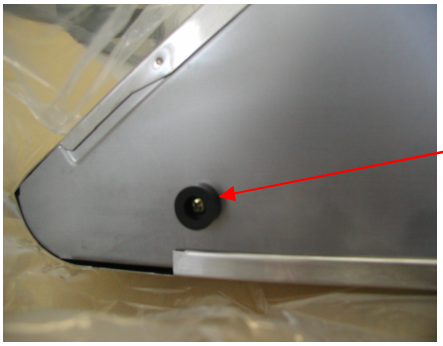

Figure 4
- If necessary to remove the rubber stand on the back of the hood, unscrew and discard. Refer to Figure 4.